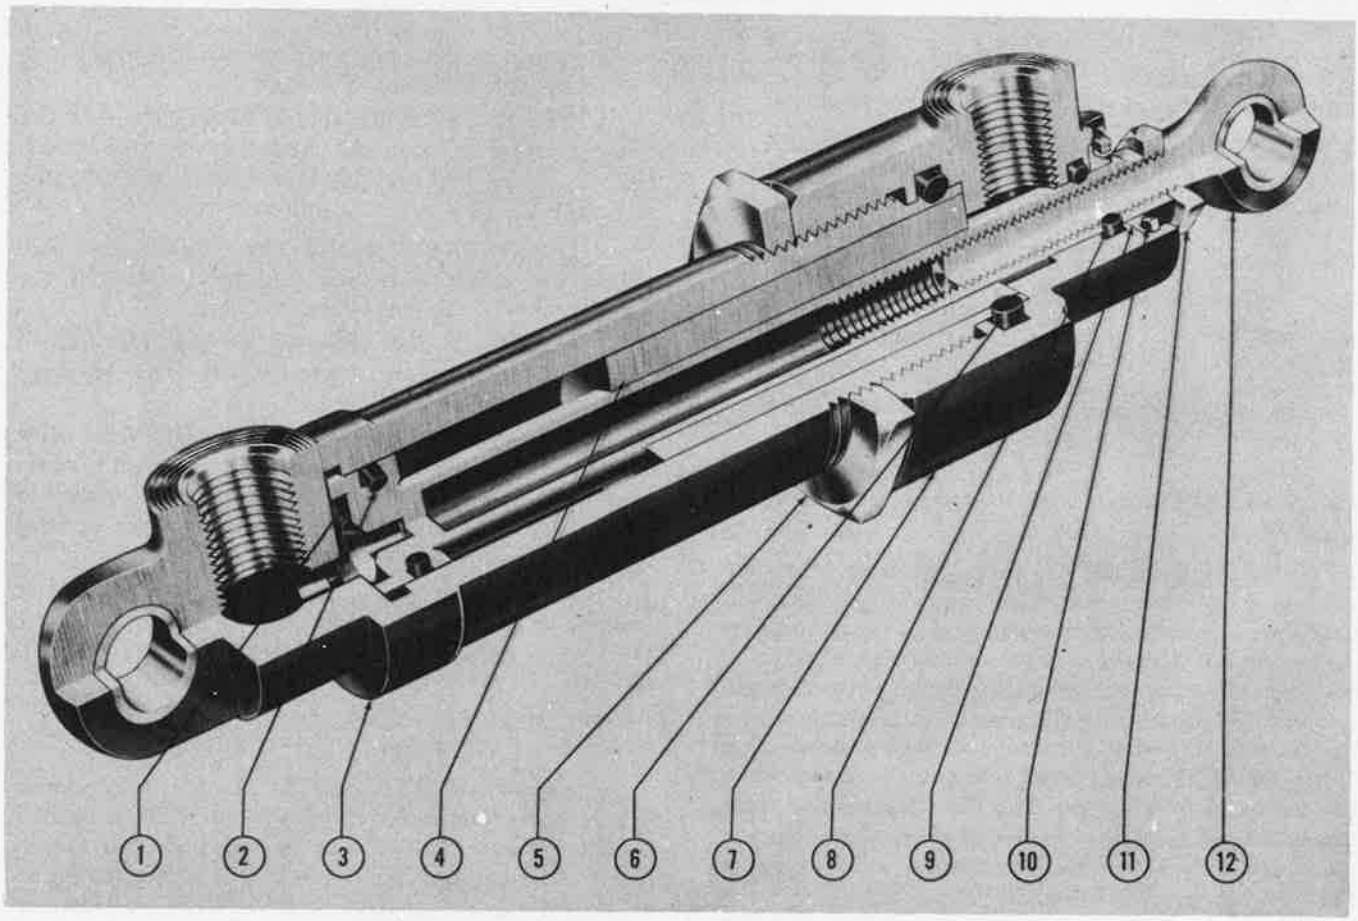

Figure 440C—Two-Speed Blower Control Actuating Cylinder
(4) BLOWER CONTROL HYDRAULIC SYSTEM.—On C-47B airplanes, the blower clutch selector valve (see Section IV, 6.*b.*(9)) is actuated by a small hydraulic cylinder located on the left-hand side of the intermediate rear crankcase. A cutaway view of the cylinder appears in figure 440C. A view of the cylinder, installed, is in figure 213C. This cylinder is actuated by pressure from the main hydraulic system. The "blower control" is a small hydraulic selector valve which controls the action of the cylinder. This valve is located in the cockpit, to the left of the pilot. (See figure 213D.) Operation of the blower control should be restricted to the "HIGH" and "LOW" positions only, and the change should be made without hesitation between positions. An electrical indicator system is also incorporated with this control. When operating properly, the indicator lights (2 and 3, figure 213D), go on when the blower control is in "HIGH" position. Failure of one or both of these lights to glow when the blower control is in "HIGH" position is a warning that the hydraulic control system may not be operating properly. Lines for hydraulic pressure and return connect into the hydraulic brake lines just forward of the right-hand fuselage connector plate located between stations 49⅛ and 63. These lines cross the fuselage beneath the flooring and run up to the blower control located to the left of the pilot. Two more lines, one each for "HIGH" and "LOW" blower, run from the blower control, through the right-hand fuselage tunnel and back to the center wing. There they tee into lines running into the accessory cowling of each engine, where they are connected to the actuating cylinders by means of flex lines.
(5) BLOWER CONTROL SELECTOR VALVE.
1. Check stroke of piston shaft by compressing completely, placing a pencil mark on shaft at packing bushing, extending fully, and measuring distance between mark and packing bushing. This distance should be exactly 11/16 inch. (See figure 440C.)